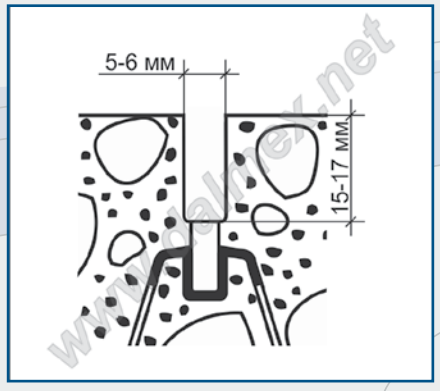

рис. 15
6.2.1. Не рекомендуется разрезать металлический профиль Треформы (см. рис.15).